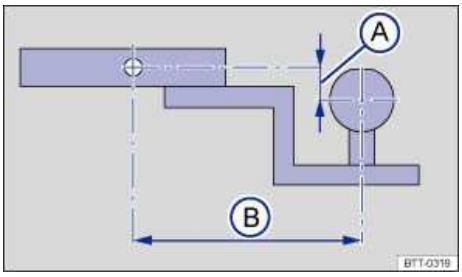

Fig. 101 Dimensions of the ball mount support.
The receiver used requires both a ball mount and a ball that meet special requirements regarding geometry and size. This applies to both the height of the ball above the surface where it attaches ⇒fig. 101 (A), and the pin-to-ball distance (B).